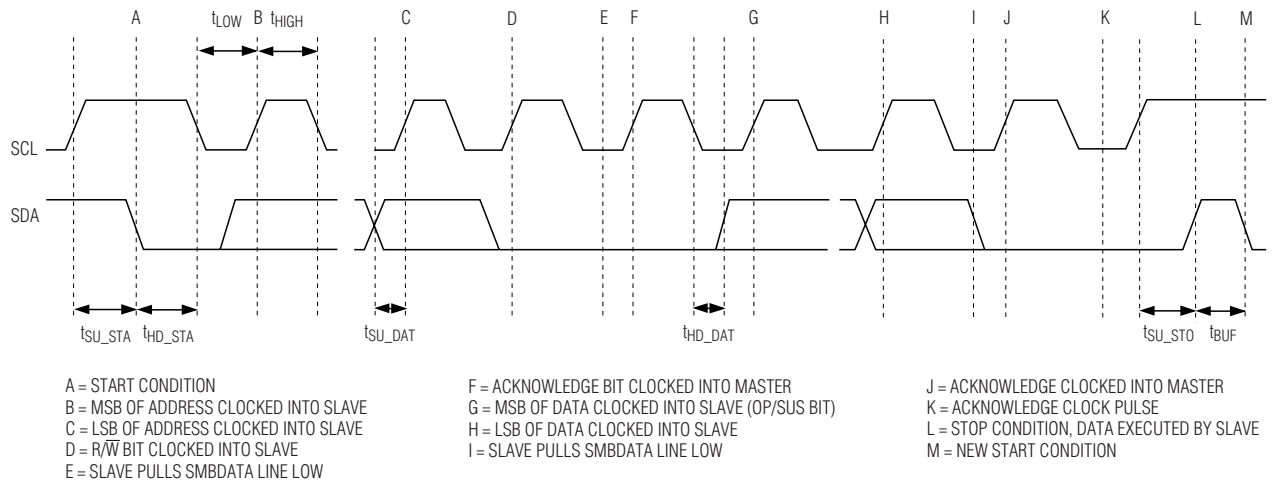

Figure 8. I2C Timing Diagram
The I²C serial interface consists of a serial-data line (SDA) and a serial-clock line (SCL). Standard I²C write-byte commands are used. Figure 8 shows a timing diagram for the I²C protocol. The MAX8821 is a slave-only device, relying upon a master to generate a clock signal. The master (typically a microprocessor) initiates data transfer on the bus and generates SCL to permit data transfer. A master device communicates to the MAX8821 by transmitting the proper 8-bit address followed by the 8-bit control byte. Each transmit sequence is framed by a START (A) condition and a STOP (L) condition. Each word transmitted over the bus is 8 bits long and is always followed by an acknowledge clock pulse (K).